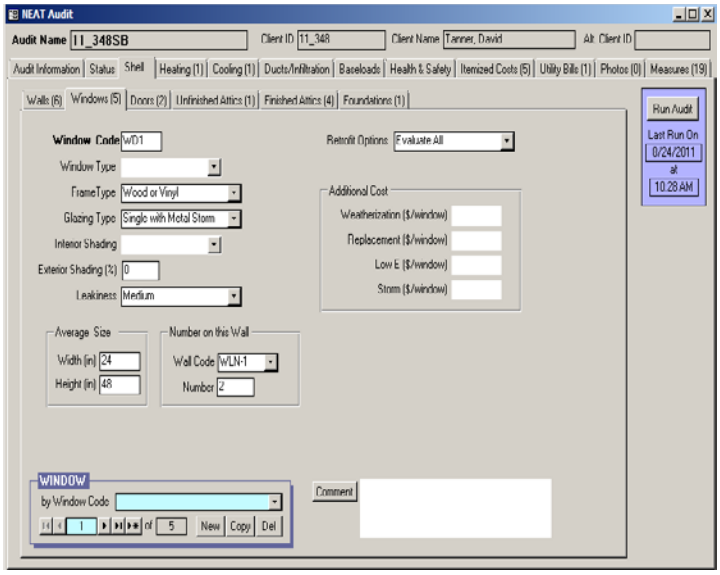

Figure 9.2. The Windows form under the Main Menu's "NEAT" button.
The Windows form (see Figure 9.2) under the Main Menu's "NEAT" button is used to enter information on all the windows installed in the house.
- **Number** – Enter the number of windows that can be described by the entries on this form. If the number of windows is greater than one, then this indicates that more than one window lies on the indicated wall because one of the data entry items making up the window description is the Wall Code. Be aware that the number in parentheses on the Windows tab (see Figure 9.2) is the number of window descriptions, not necessarily the total number of windows. *Required*.